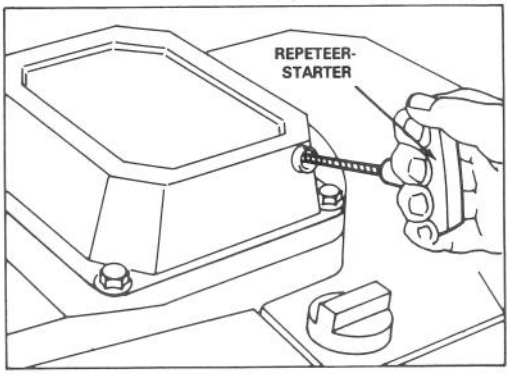

Afbeelding 9
3. VINGERTOP-STARTEN — Zet het gasmanet op CHOKE. Trek de vingertop-starter die bevestigd is op de motor uit (Afb. 9) en stel het gasmanet in de gewenste stand wanneer de motor start.